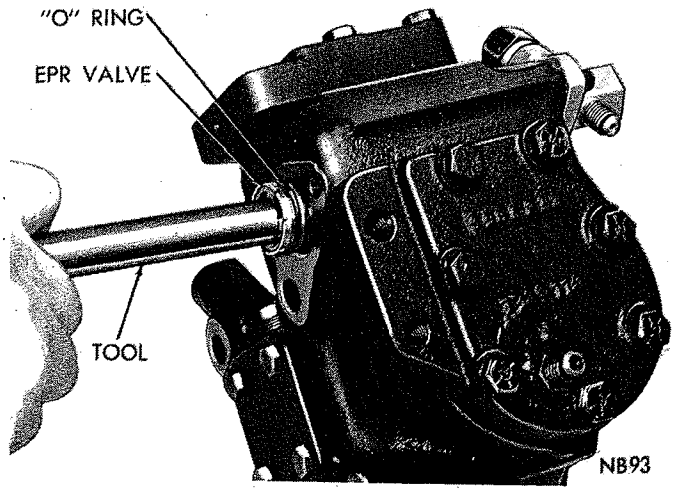

*Fig. 59—Removing the EPR Valve*
(1) Remove the two "EPR" Valve suction line fitting bolts, the fitting which also contains the compressor suction screen, spring, and the gasket.
(2) Remove the "EPR" Valve and "O" ring from the compressor using Tool C-3822, by rotating the valve counterclockwise slightly, Fig. 59.